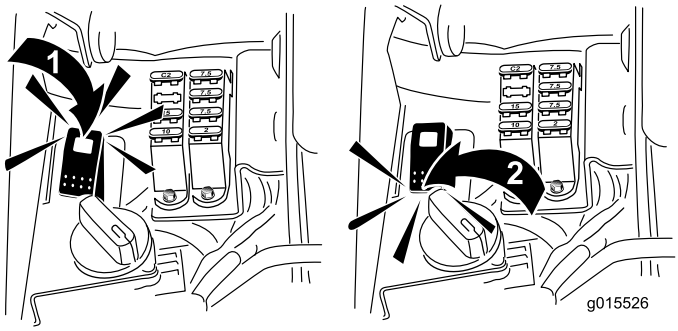

Figur 53
5. Drej baglapningskontakten til tilbagepositionen (R) (Figur 53).